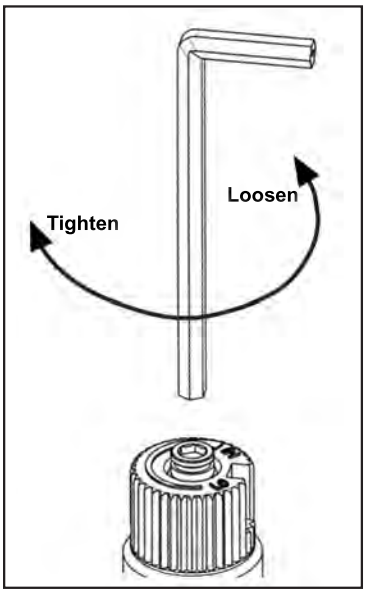

Figure 12: Removing valve screw.
b) Insert a 5/32" or 4 mm Allen wrench into the hexagonal key-way of the screw (see Figure 12), rotate it counter-clockwise until it is free and extract it.
e) Using the Allen wrench as shown in Figure 12, rotate the screw clockwise until a torque of 9 inch lbs. **WARNING!** Do not over tighten the screw. It is recommended that you grip the wrench by the short side.